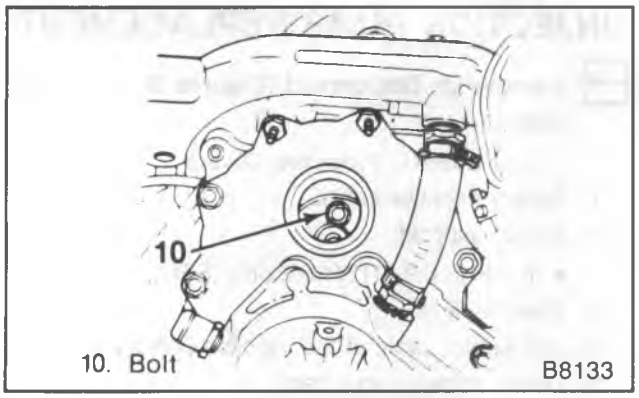
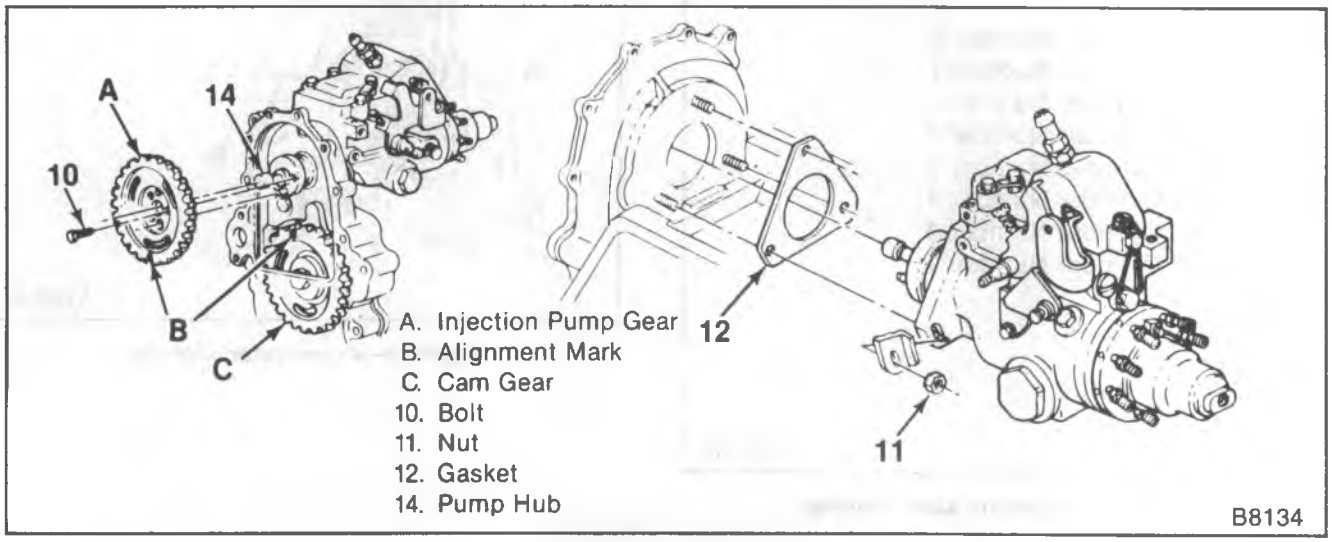

Figure 10—Pump Drive Gear Bolts
Figure 11—Injection Pump Installation
- Access is gained through the oil filler neck hole (figure 10).
12. Bolts (10).
13. Nuts (11) (figure 11).
15. Gasket (12).
Install or Connect (Figures 10, 11 and 12)
3. Nuts (11) (figure 10).
4. Drive gear to injection pump bolts (10) (figure 11).